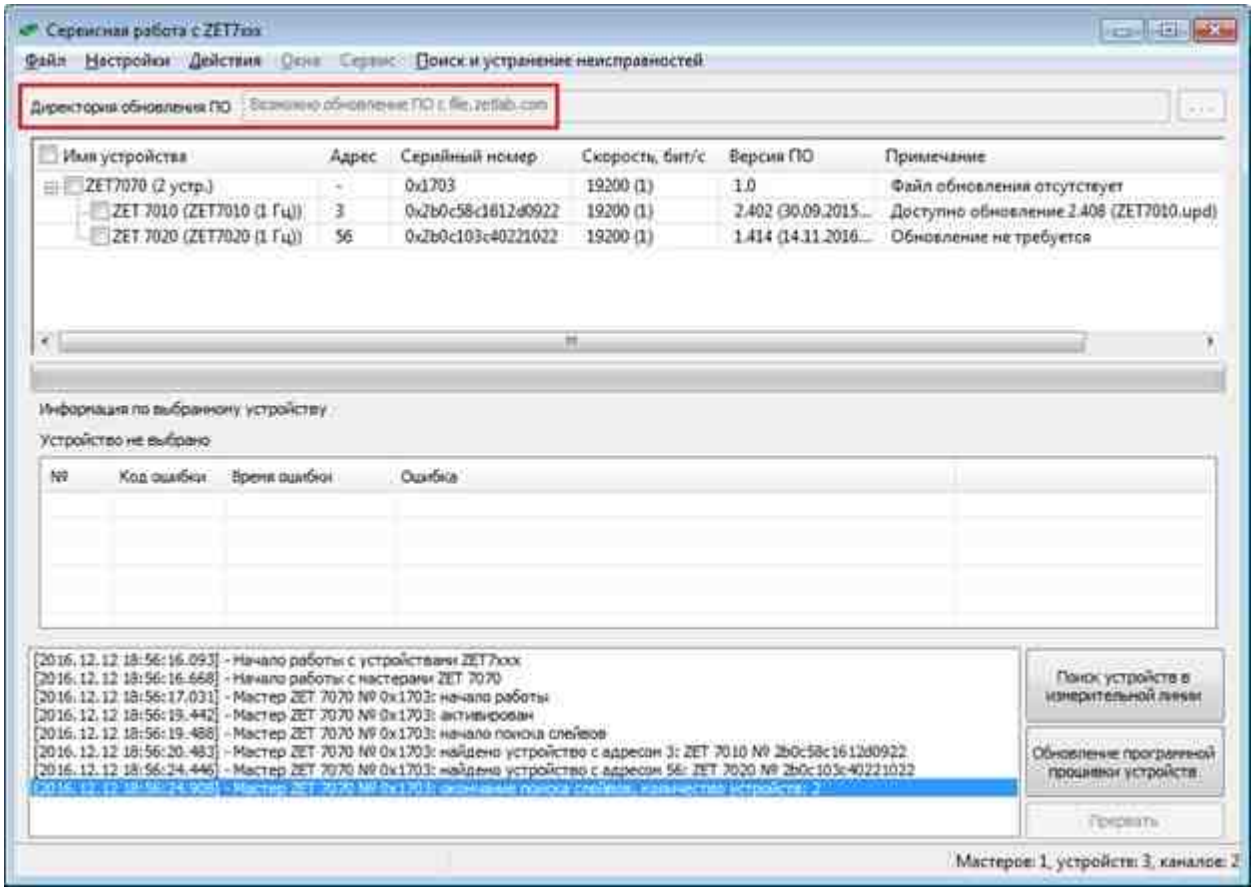

Рис.6.1 Путь к серверу с файлами обновлений программной прошивки
1. Запустить программу «Сервисная работа с ZET7xxx» и убедиться в том, что открыт доступ к серверу с файлами обновления. В графе «Директория обновления ПО» должен отображаться путь к серверу *file.zetlab.com* (*Рис.6.1*). Если доступ к серверу отсутствует, то следует проверить подключение компьютера к глобальной сети интернет.